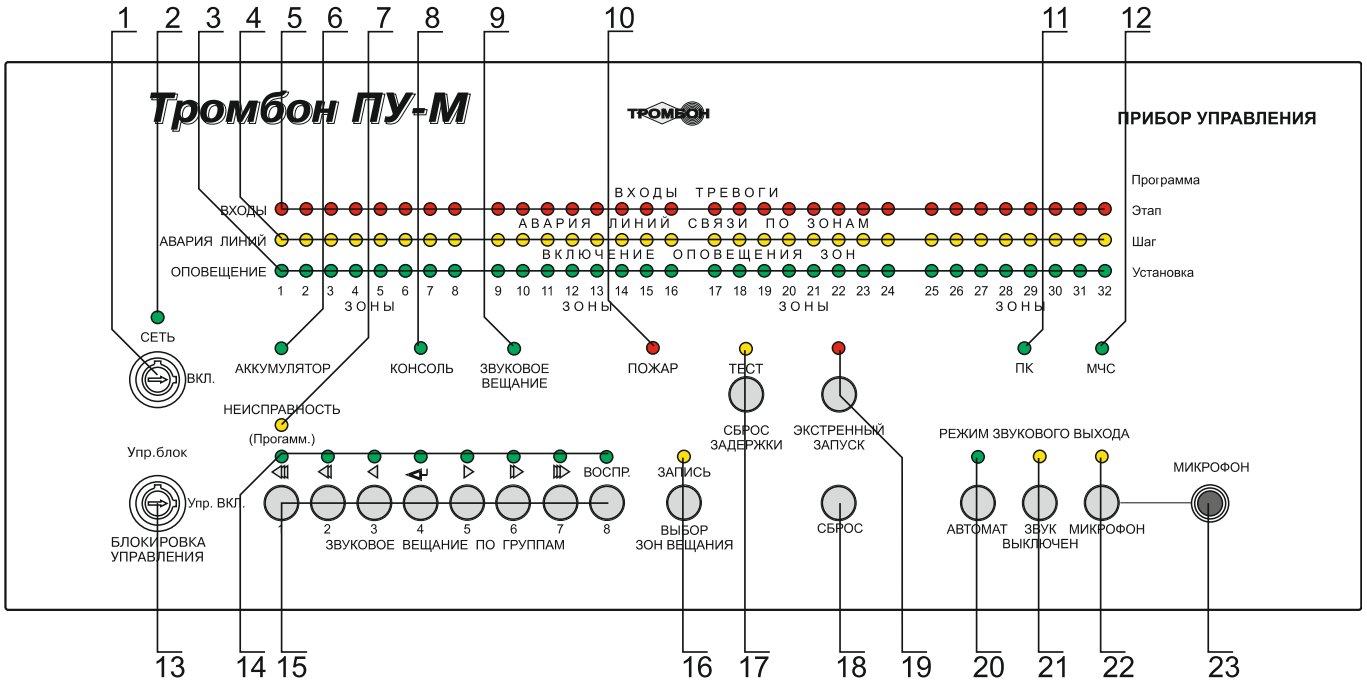

Рис. 1. Прибор управления «Тромбон ПУ-М». Внешний вид, органы управления и индикации.
- Любое другие значения сопротивления, воспринимается Прибором как авария линии связи. ПУ зажигает на передней панели индикатор аварии линий (рис. 1, поз. 4) соответствующий номеру неисправной линии и периодически издает звук зуммера.